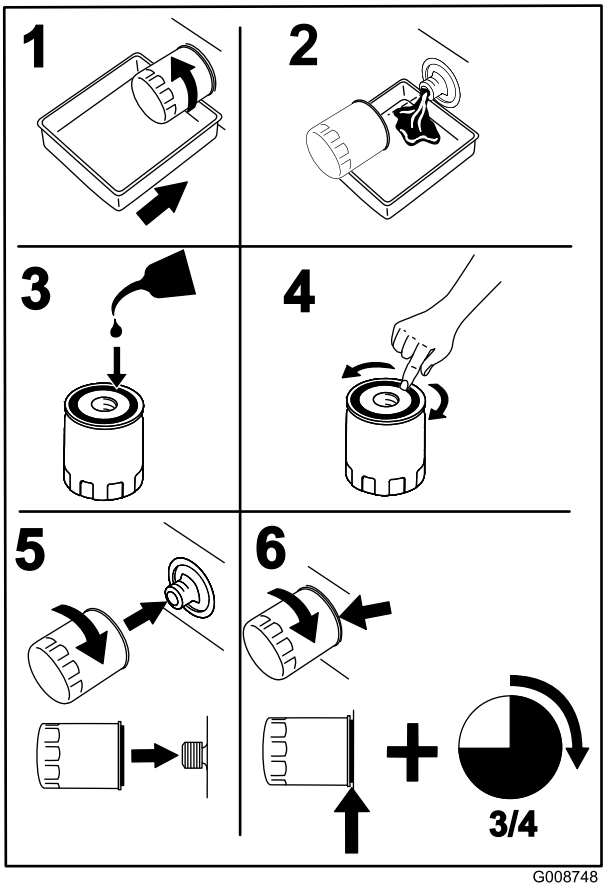

**Рисунок 41**
4. Установите сливной поддон под масляный фильтр и поверните фильтр против часовой стрелки, чтобы снять его (Рисунок 41).